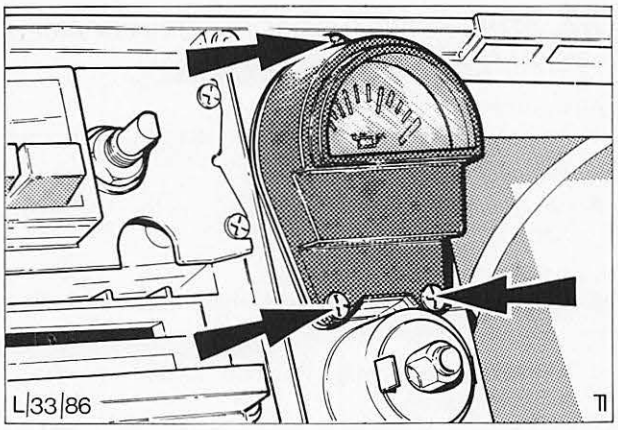

Abb. 16 Befestigungsschrauben – Öldruckmesser
5. Drei Befestigungsschrauben entfernen und Öldruckanzeiger aus dem Kombi-Instrument herausheben, Abb. 16.